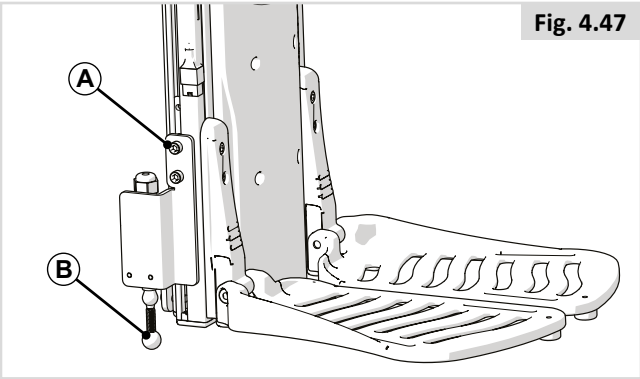

Fig. 4.47
In case of optional 'Footplate to the floor' function (Fig. 4.47), a switch is mounted. The switch (A) needs to be adjusted in height after adjusting the lower leg length. Make sure the ball of the switch is completely under the lowest edge of the footrest (B).